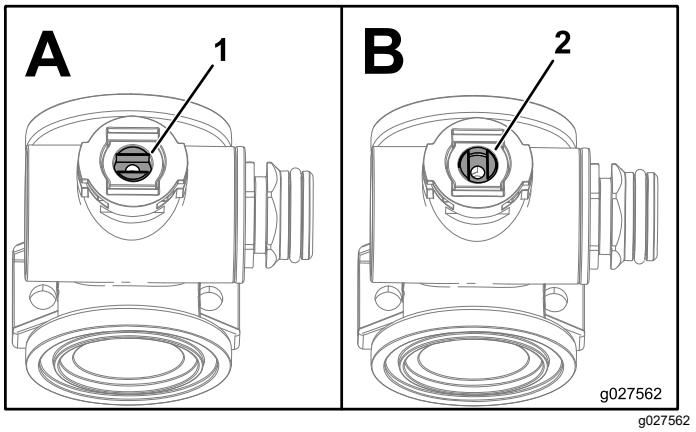

Figura 77
1. Ponga el vástago de la válvula en la posición de cerrado (Figura 77, B).
3. Gire el vástago de la válvula hasta que la bola esté en la posición de abierto (Figura 77 A).
7. Gire el conjunto del vástago de la válvula a la posición de cerrado (Figura 77 B).